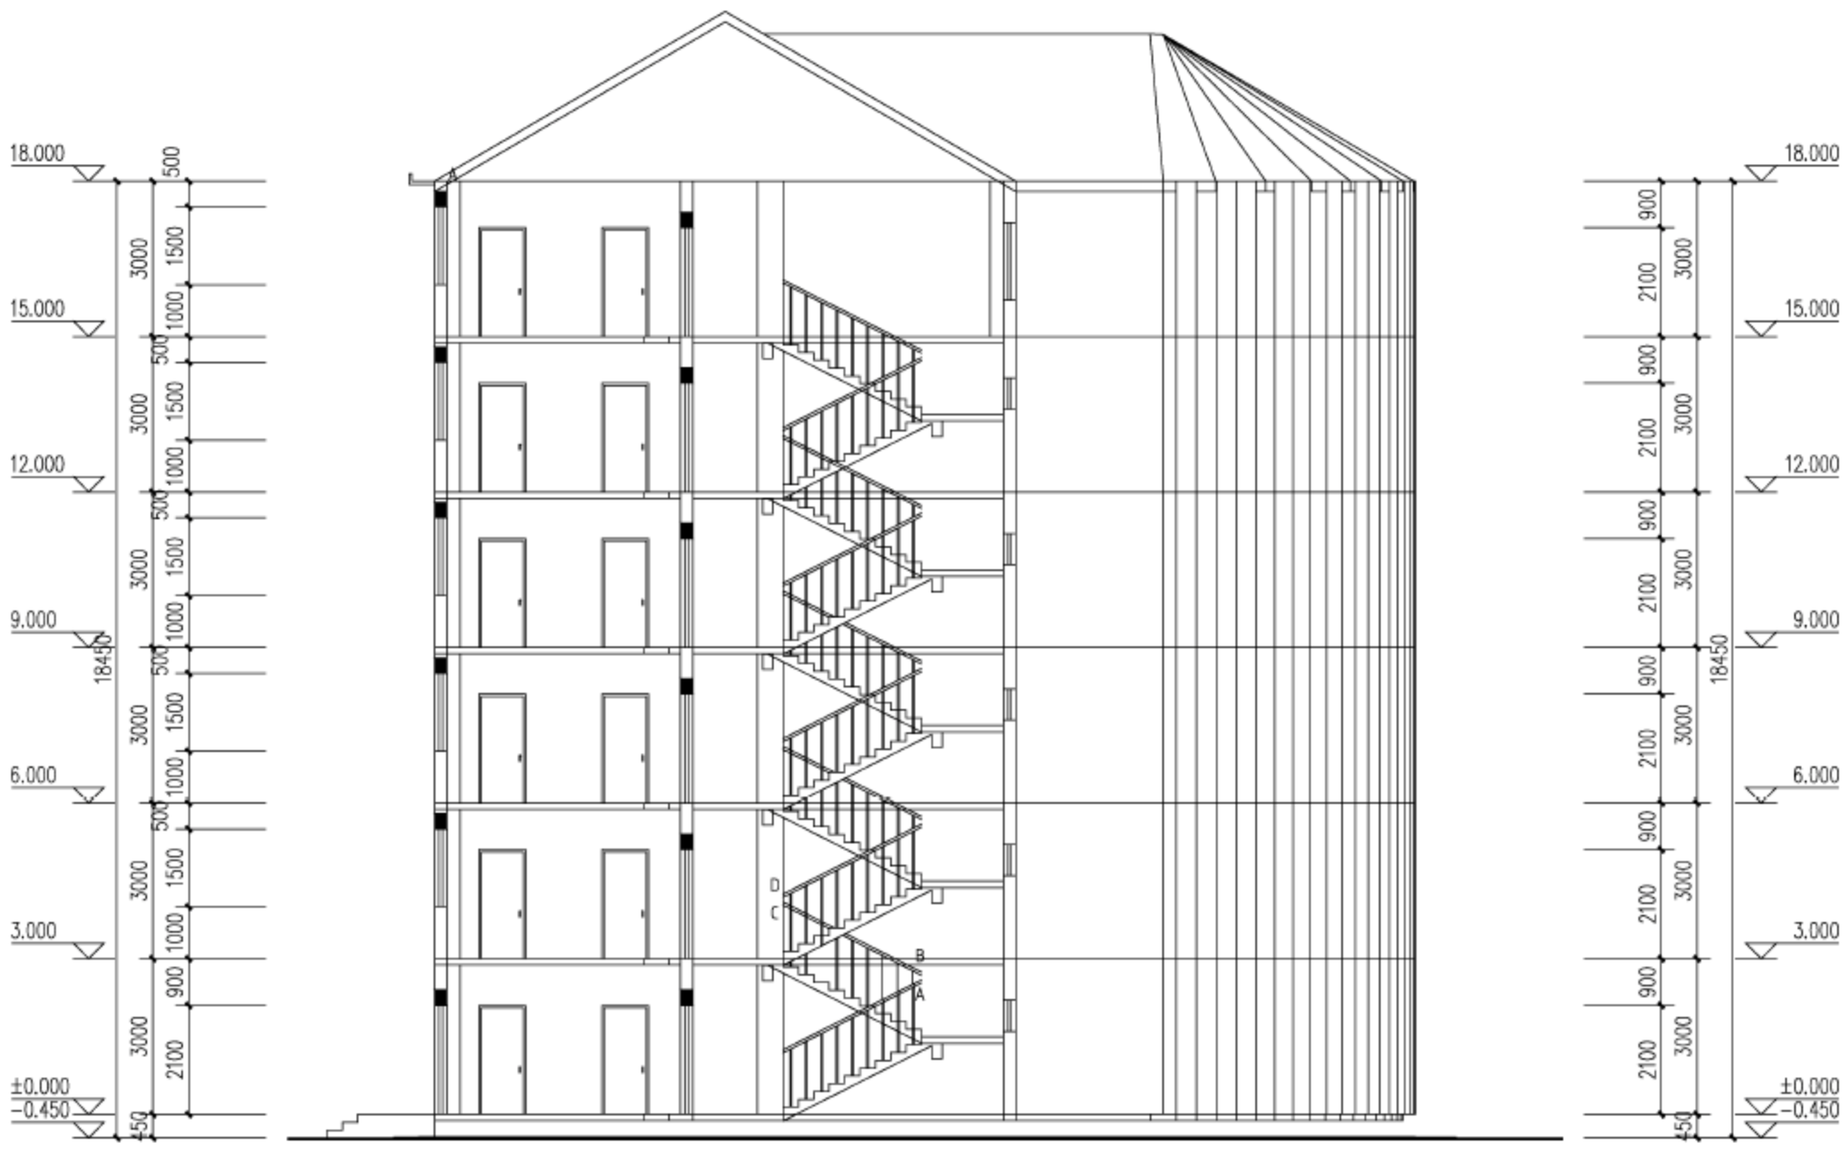

图 17-111　楼梯栏杆图
采用“楼梯栏杆”命令可以自动识别剖面楼梯与可见楼梯，绘制楼梯栏杆和扶手，本例办公楼生成的楼梯栏杆如图 17-111 所示。
(1) 打开需要生成楼梯栏杆的剖面图 17-111，单击菜单中的“剖面”→“楼梯栏杆”命令，命令行提示如下。
办公楼剖面楼梯栏杆的整体如图 17-111 所示。